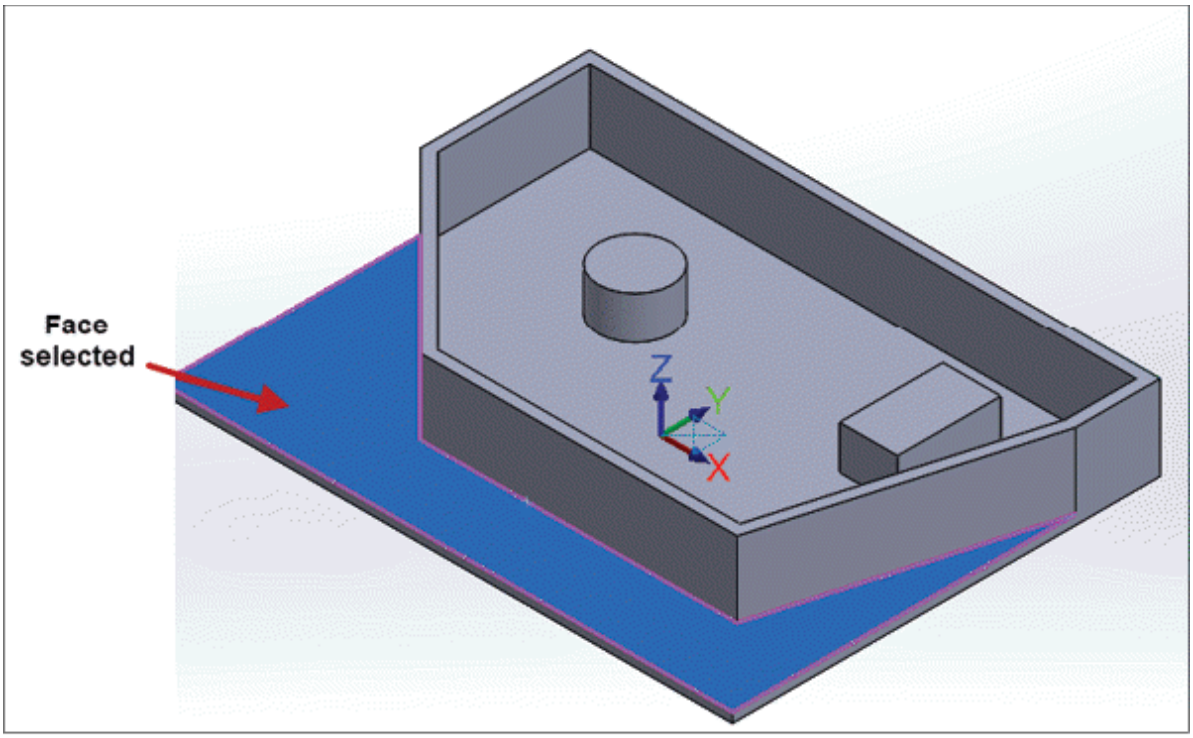

Figure-32. Face selected for machining outside with Dynamic Mill
- After activating the **Dynamic Mill** tool, select the face outside the boundary as machining region; refer to Figure-32.